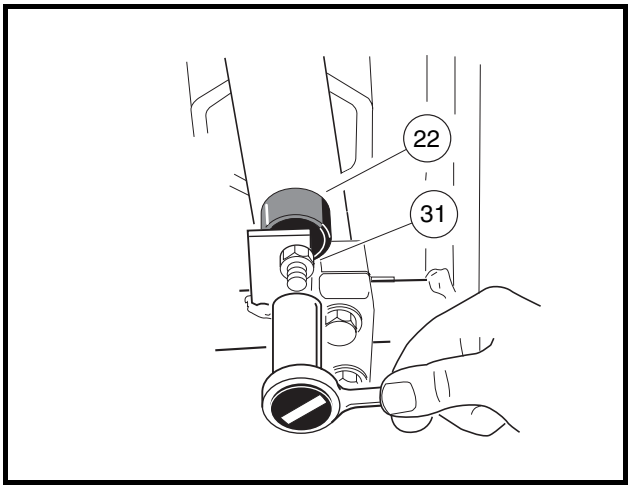
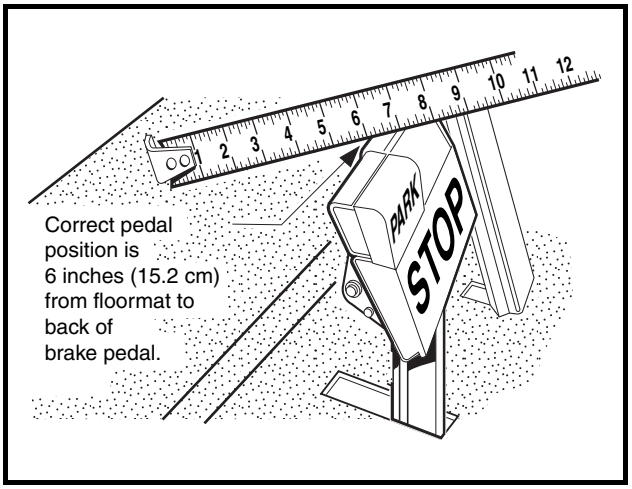

Figure 5-22 Brake Pedal Height Adjustment
Figure 5-23 Brake Pedal Height Measurement
2.4. Loosen the brake stop jam nut (31), then relieve pedal pressure on the stop by pushing down slightly on the pedal. Next, adjust the brake stop bumper (22) up or down **(Figure 5-22, Page 5-17)**. Adjusting the bumper upward decreases distance between pedal and floorboard. Adjusting the bumper downward increases distance between pedal and floorboard. Proper brake pedal height is 6 inches (15.2 cm) **(Figure 5-23, Page 5-17)**.
2.5. Tighten the jam nut (31) to 8 ft-lb (9.5 N·m) **(Figure 5-22, Page 5-17)**.